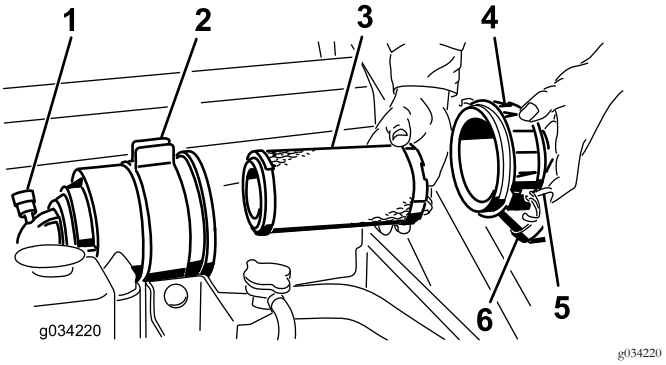

Figur 36
Viktigt: Utför bara service på luftrenarfiltret när serviceindikatorn (Figur 36) är röd. Om du byter luftfiltret tidigare ökar risken för att smuts kommer in i motorn när filtret har avlägsnats.
4. Lossa spärrhakarna på luftrenaren och dra av luftrenarkåpan från luftrenarhuset (Figur 36).
1. Dra försiktigt ut huvudfiltret ur luftrenarhuset (Figur 36). Undvik att knacka filtret mot sidan på luftrenarhuset.
3. Skjut försiktigt in huvudfiltret i filterhuset (Figur 36). Kontrollera att det sitter ordentligt genom att trycka på filtrets yttre kant medan du monterar det.
4. Sätt tillbaka luftrenarkåpan med sidan med markeringen ”UP” vänd uppåt och säkra spärrhakarna (Figur 36).